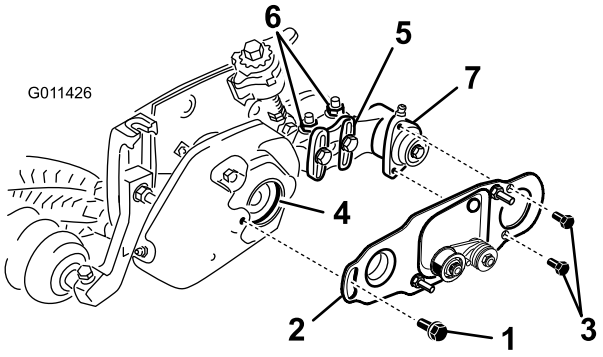

Figur 30
37. Løsn de bolte, der fastholder rullebørstens lejehus til rullebørstens monteringsbeslag (Figur 30).
38. Monter rullebørstens drejeplade (Figur 30). Når fremspringet på drejepladen sættes ind i kransen på trimmerdækslet, skal du sørge for, at kransen bliver ved med at sidde korrekt på dækslet.
39. Påfør 242 Loctite (blå) på de (2) 5/16 x 5/8 tommers maskinskruer, og brug dem til at montere børstepladen på rullebørstens lejehus (Figur 30). Tilspænd maskinskruerne med et moment på 20-26 N·m.
- Løsn de (2) flangelåsemøtrikker, der fastholder rullebørstens monteringsbeslag til klippeenhedens sideplade (Figur 30).
- Drej rullebørstens lejehus, indtil børstepladen bliver parallel med klippeenhedens sideplade (Figur 30).
41. Påfør 242 Loctite (blå) på ansatsbolten (Figur 30). Fastgør børstepladen på trimmerdækslet med ansatsbolten. (Fig. 29). Tilspænd bolten med et moment på 20–26 N·m.